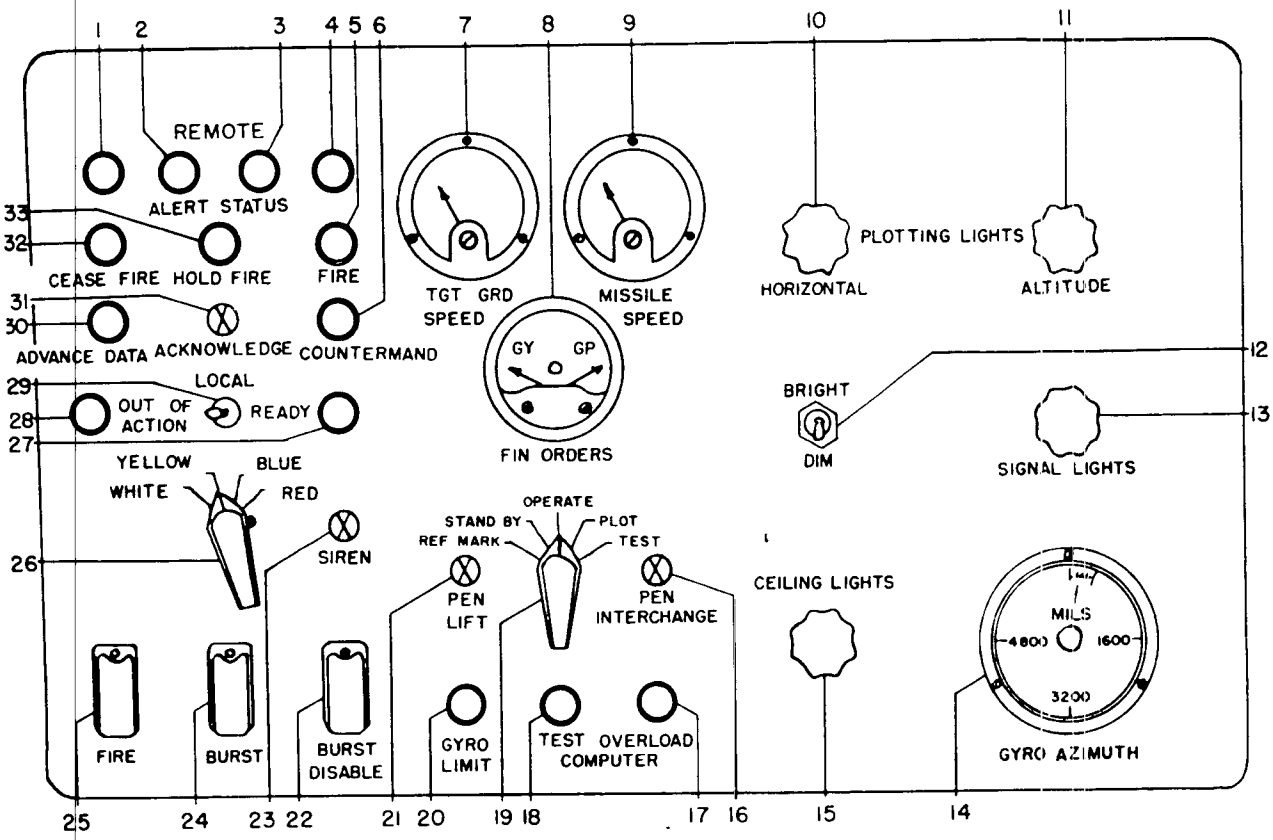

*Figure 10. Tactical control panel.*
(3) *Tactical control panel.* Figure 10 and table V show the indicators and controls for the tactical control panel.